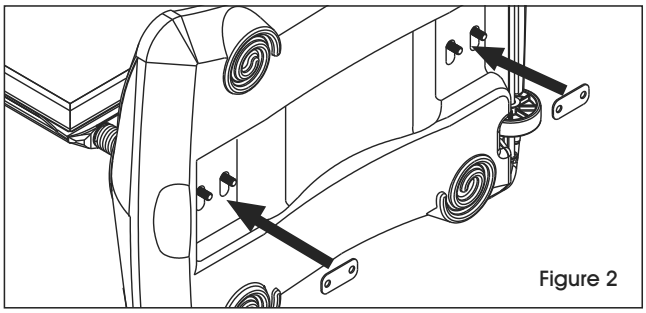

Figure 2
2. Placez les rondelles à deux trous sur les vis ressortant sur la partie inférieure de la base. (Voir Figure 2)